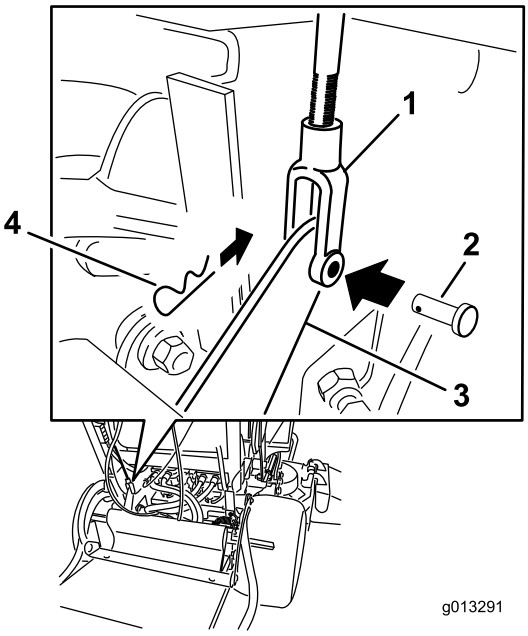

Figur 63
4. For at justere bremsen skal du fjerne låseclipsen og gaffelbolten fra det nedre bremsehåndtag og gaffel (Figur 63).
7. Fastgør gaflen til det nedre bremsehåndtag med gaffelbolten og låseclipsen (Figur 63).